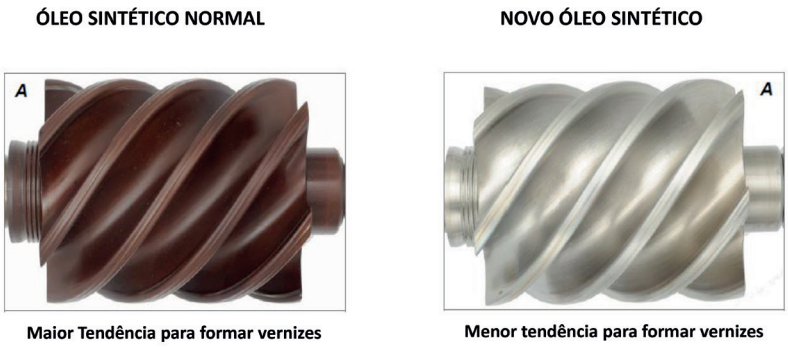

Figura 5.
- Um menor coeficiente de atrito, permitindo economia de energia até 6% (Figura 5);